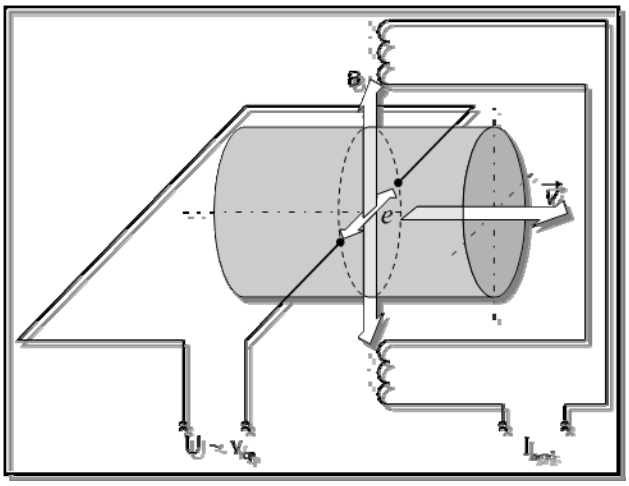

Рисунок 1 — Иллюстрация принципа работы электромагнитного первичного преобразователя (датчика) расхода
1.2.2.2 Принцип работы датчиков расхода РМ-5-Т-И основан на явлении электромагнитной индукции. При прохождении электропроводящей жидкости через магнитное поле в ней, как в движущемся проводнике, наводится электродвижущая сила (ЭДС), пропорциональная средней скорости жидкости проходящей через проточную часть РМ-5-Т-И (рисунок 1). ЭДС снимается двумя электродами, расположенными диаметрально противоположно в одном поперечном сечении проточной части датчика расхода заподлицо с ее внутренней поверхностью. Сигнал от электродов по экранированному кабелю подается на вход электронного блока, обеспечивающего его дальнейшую обработку.